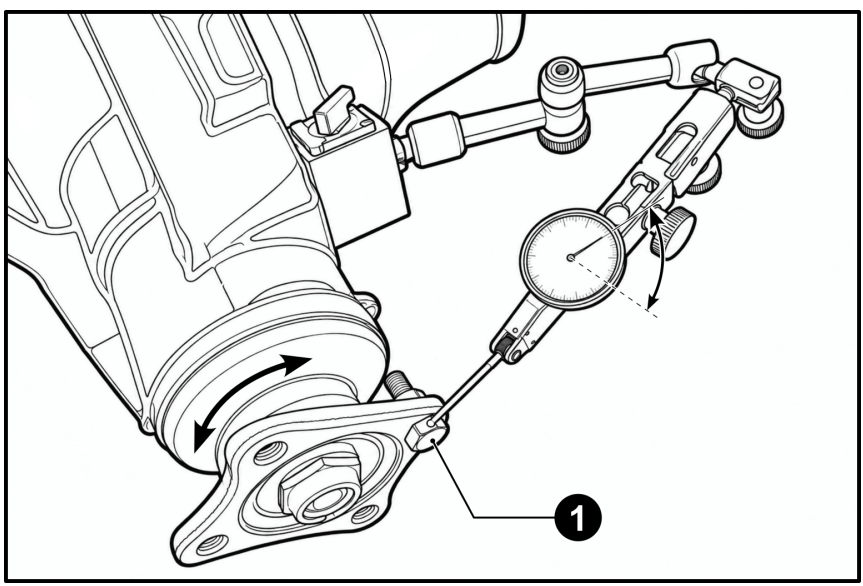

**Рис. 2**
**1.3** Установите болт (**1**) в сквозное отверстие фланца ведущей шестерни и зафиксируйте его. Головка болта должна служить опорной поверхностью для наконечника индикатора часового типа. (**Рис. 2**)
**1.4** Установите индикатор, закрепив штатив на корпусе редуктора. Наконечник индикатора установите на шляпку болта (**1**). (**Рис. 2**)